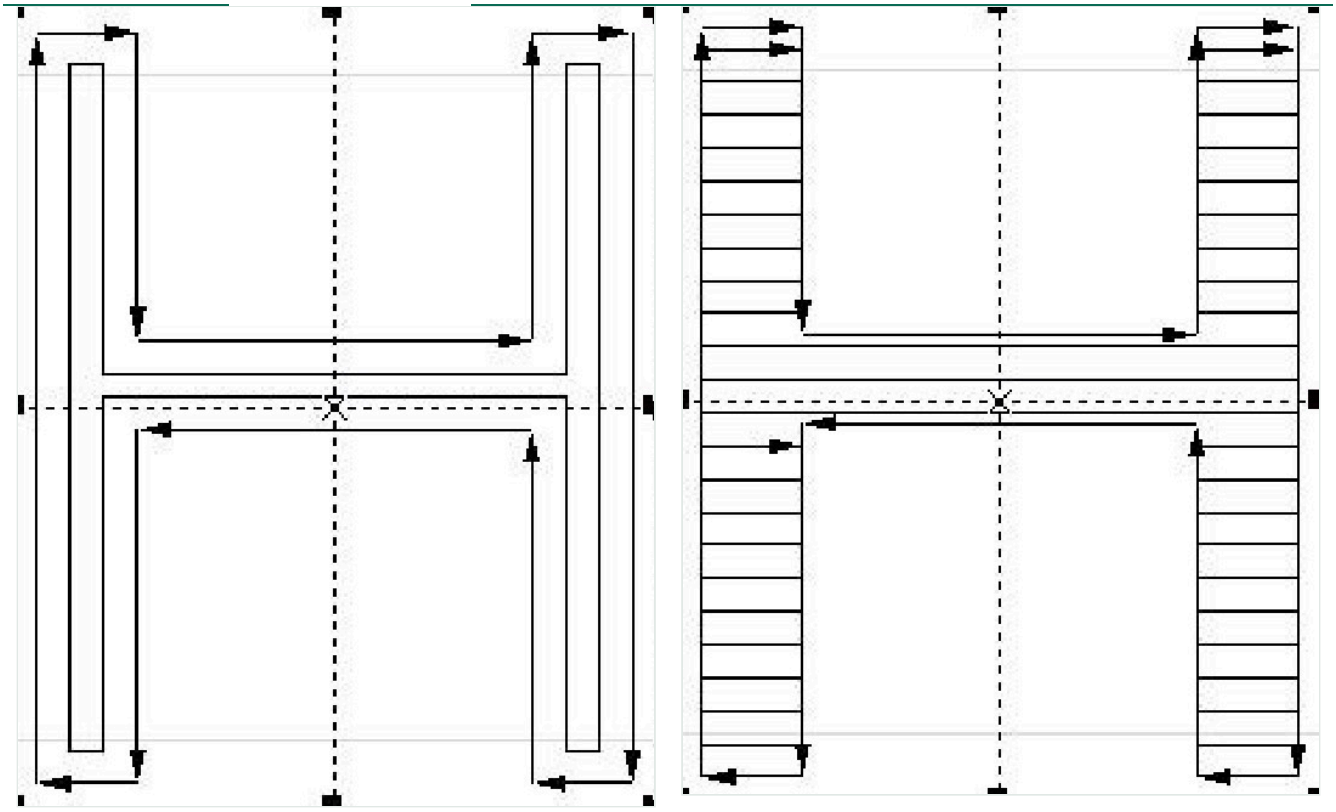

Figura 10-9 A la izquierda, relleno de anillo; a la derecha, relleno bidireccional optimizado (en forma de arco)
- **Relleno de anillo:** las líneas de relleno siguen el contorno del objeto, desde afuera hacia adentro (relleno desplazado), como se muestra a la izquierda de la Figura 10-9.
- **Relleno en forma de arco:** similar al relleno bidireccional, pero con líneas de conexión entre los extremos de las líneas de relleno, como se muestra a la derecha de la Figura 10-9.